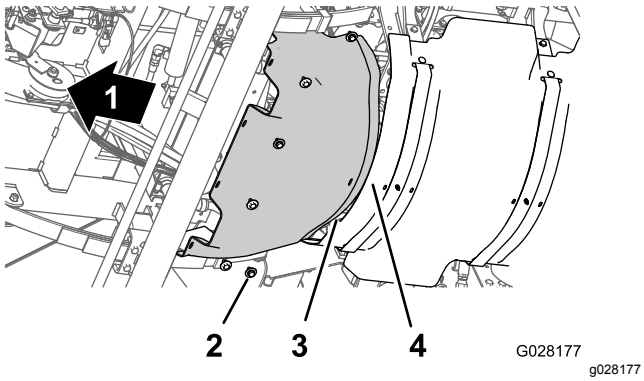

Figur 60
1. Placer den bageste flange af det forreste varmeskjold over den forreste flange af det bageste varmeskjold (Figur 60).
2. Placer hullerne i det forreste varmeskjold ud for de gevindskårne huller i chassiset (Figur 60).
3. Monter det forreste varmeskjold på maskinen med de 6 sekskantbolte og 6 spændeskiver (Figur 60), som du fjernede i trin 3 under Afmontering af det forreste varmeskjold (side 50).